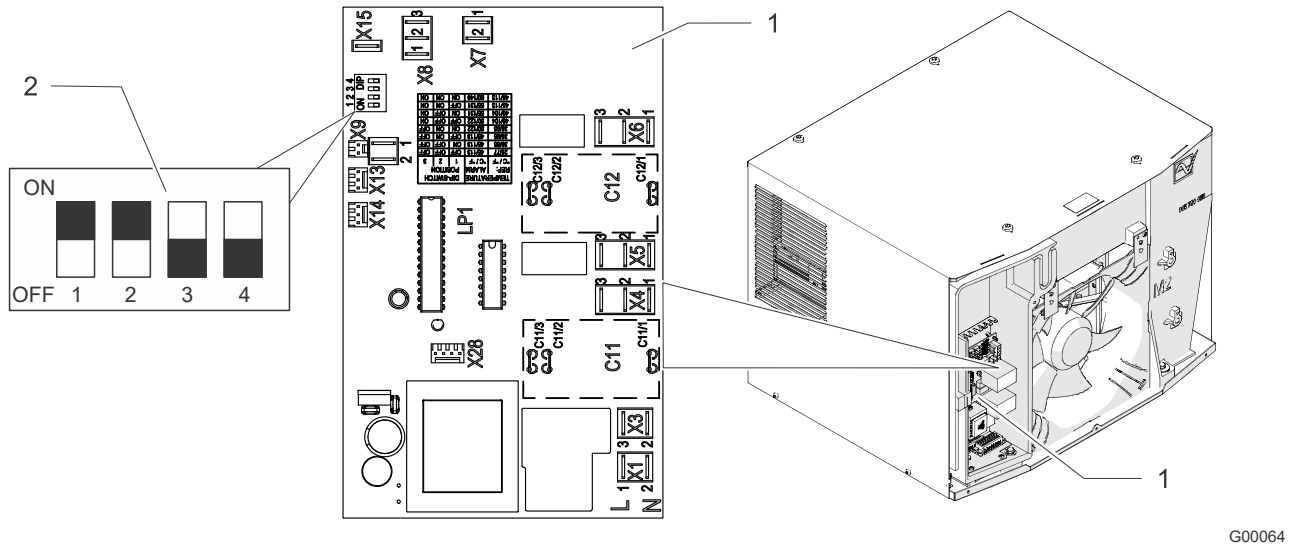

Fig. 21: Setting the DIP-switch
2. Set the DIP-switch ("Fig. 21", item 2) on the controller according to "DIP-switch setting possibilities", Page 42.